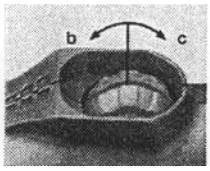

Abb. 3
- Close the regulation valve (2) by moving towards “shut” (Fig. 3). Ignition lever in “off” position. The burner can be set down on its fold-out stand (8).